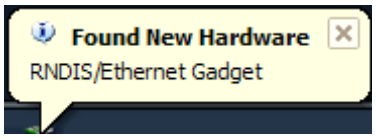
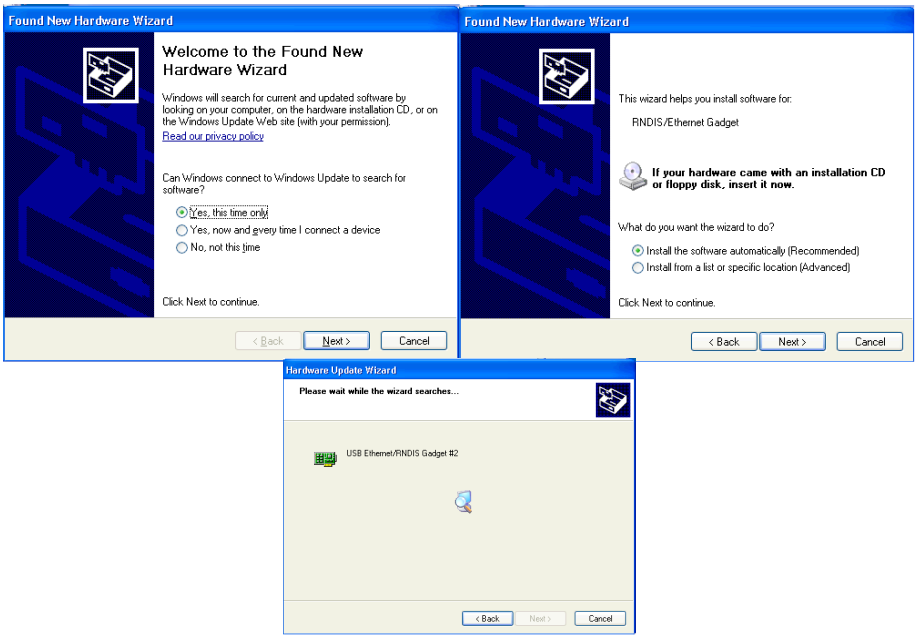

Figure 2-3. Windows XP Found New Hardware Popup
Figure 2-4. Windows XP Found New Hardware Wizard
1. When the "Found New Hardware" dialog appears, as shown in Figure 2-3 and Figure 2-4, allow Windows Update to search for the software.
2. Select “Install the software automatically (Recommended)” and click "Next." See Figure 2-4.